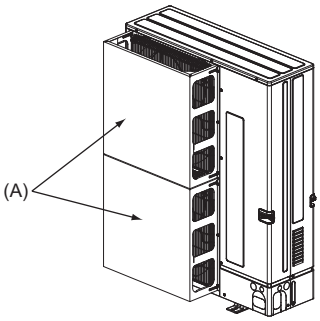

Fig. 2-5
(2) Installer un guide de protection d’air si l’appareil est placé dans un endroit où les vents violents d’une tempête, par exemple, pourraient s’engouffrer directement dans la sortie d’air. (Fig. 2-5)